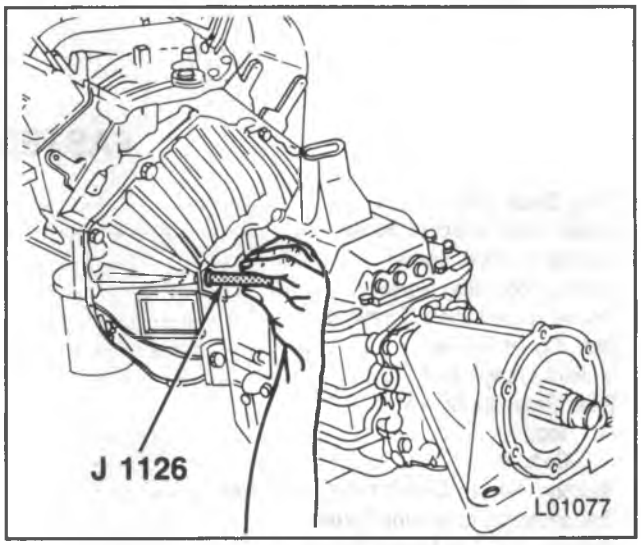

Figure 4—Installing Guide Pins
11. Screws (101) and the spring washers (100).
- Remove the top two first and install guide pins J 1126 (figure 4).
12. Transmission (104).
1. New plugs (114) if needed.
2. Transmission (104).
- Install guide pins J 1126 in the top two holes (figure 4).